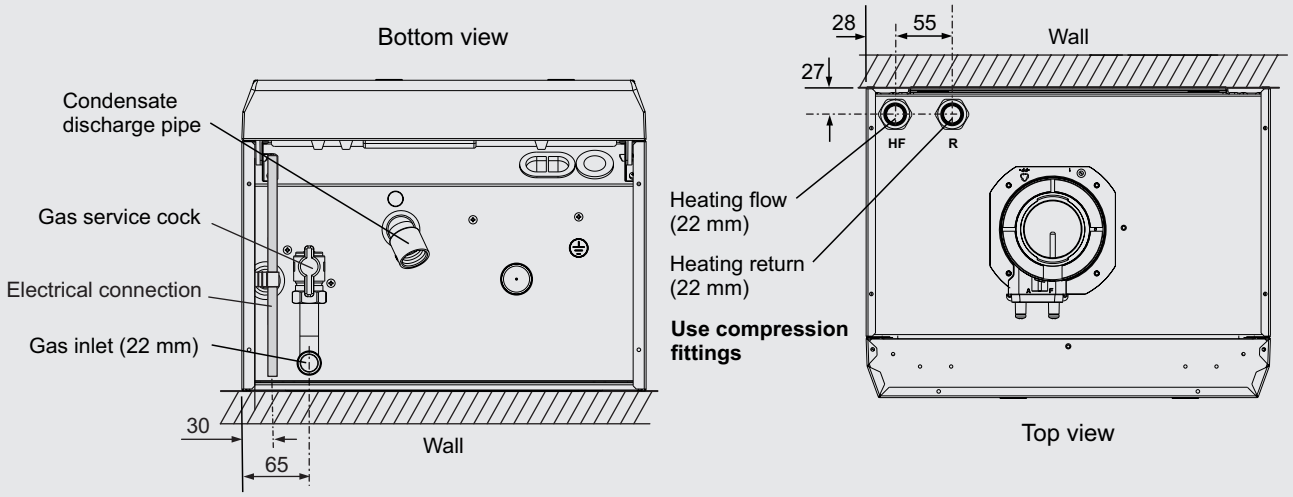

Fig. 5.4
5.5 CONNECT THE PIPEWORK - Fig. 5.4
2. Fit the gas service cock to the boiler connection in Fig. 5.4.
3. Connect the system pipework to the union fittings on the top of the boiler, see Fig. 5.4.
4. Connect the flexible condensate pipe to the rubber connector as shown in Fig. 5.4. Using the adaptor supplied, connect the flexible pipe to the condensate drain.